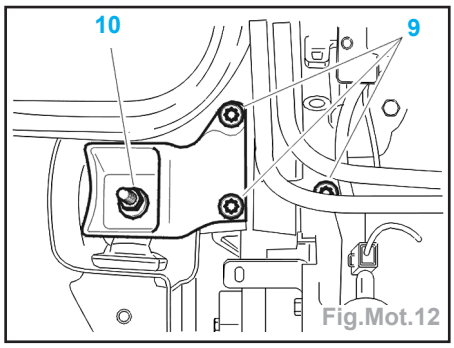

Fig.Mot.12
- Déposer les vis (9) et l'écrou (10) du support supérieur droit moteur (Fig. Mot.12).